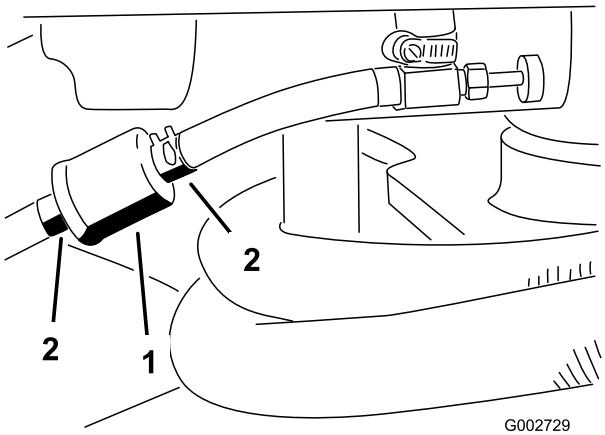

Figur 28
1. Stäng bränslekranen, lossa slangklämman på filtrets förgasarsida och ta bort bränsleledningen från filtret (Figur 28).